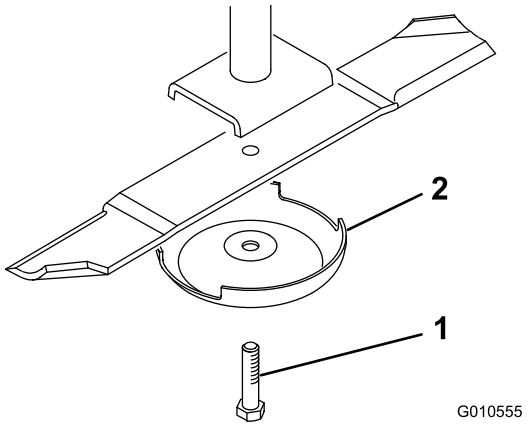

**Figure 24**
4. Tenez la lame à son extrémité avec un chiffon ou un gant épais. Enlevez le boulon, la coupelle de protection et la lame de l'axe de pivot (Figure 24).